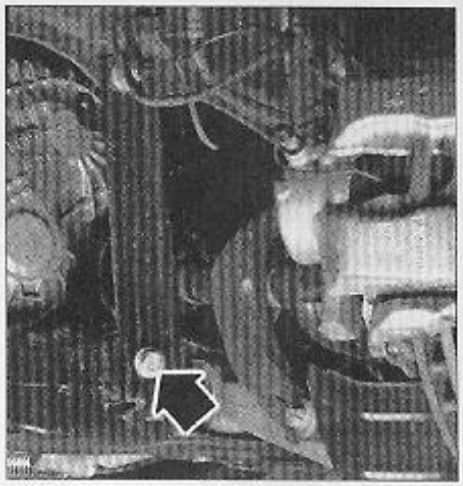

FIG. 7
- la fixation (3) de l'élément inférieur d'amortisseur sur le bras inférieur.
- l'écrou (1) du bras inférieur sur le pivot.
- l'écrou (7) de la rotule de direction.
- les fixations inférieures des renforts sur le berceau **(Fig.7)**